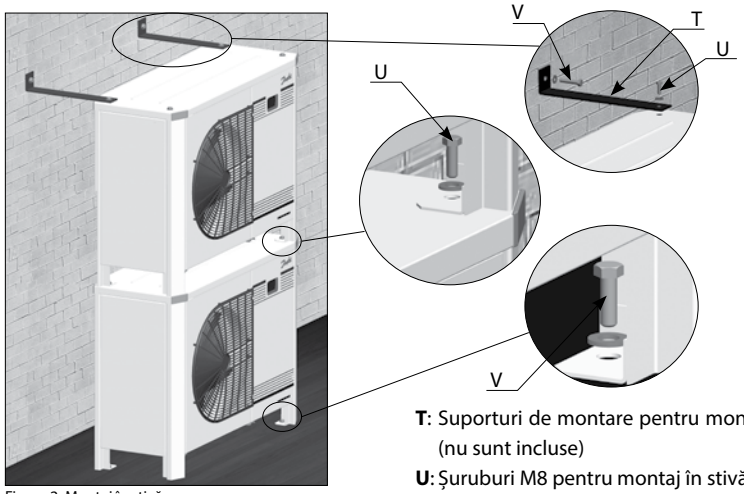

Figura 2: Montaj în stivă
- În cazul stivuirii, grupul situat cel mai sus trebuie fixat la perete ca în figura 2.